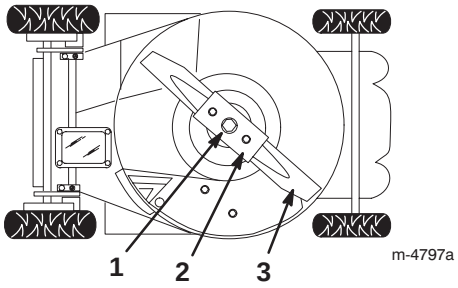

Figure 19
4. Tip the lawn mower on its **left** side (air filter up) (Fig. 19).
2. Remove the blade bolt, the lock washer, the blade, and the blade stiffener (Fig. 19).